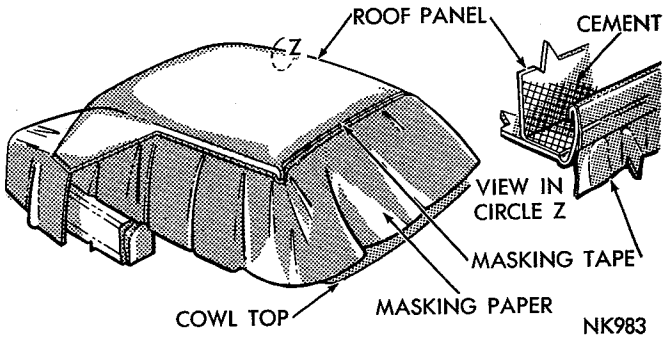

Fig. 1—Masking the Body (Satellite—Fury)
(1) Mask body (Fig. 1) from edge of drain trough across upper "A" pillar, across windshield and rear window reveal, across top of deck upper and bottom of roof panel at the belt line.
(2) Locate and mark center line of roof panel an vinyl cover at front and rear ends.
(3) Apply a thin film of cement to the center fou